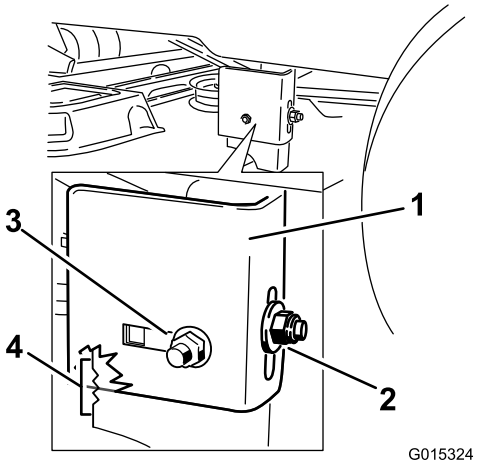
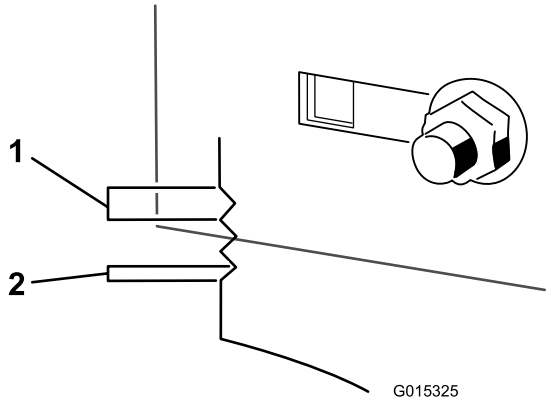

Figuur 60
Figuur 61
8. Draai de achterste borgmoer op de ophangbeugel los (Figuur 60).
9. Draai de borgmoer aan de zijkant op de ophangbeugel los genoeg om de hanger te kunnen verstellen (Figuur 60). Gebruik de inkepingen op de gelaste beugel om de aanpassing af te meten. Elke inkeping komt overeen met 0,25 inch (iets minder dan 6,5 mm) en één zijde met 0,125 inch (iets minder dan 3,2 mm) (Figuur 61). Stel de hoogte van het maaidek in naar wens.
10. Houd het maaidek op de ingestelde stand en draai de borgmoer aan de zijkant op de ophangbeugel vast om het maaidek in de nieuwe stand vast te zetten (Figuur 60). Draai de achterste borgmoer op de ophangbeugel los.